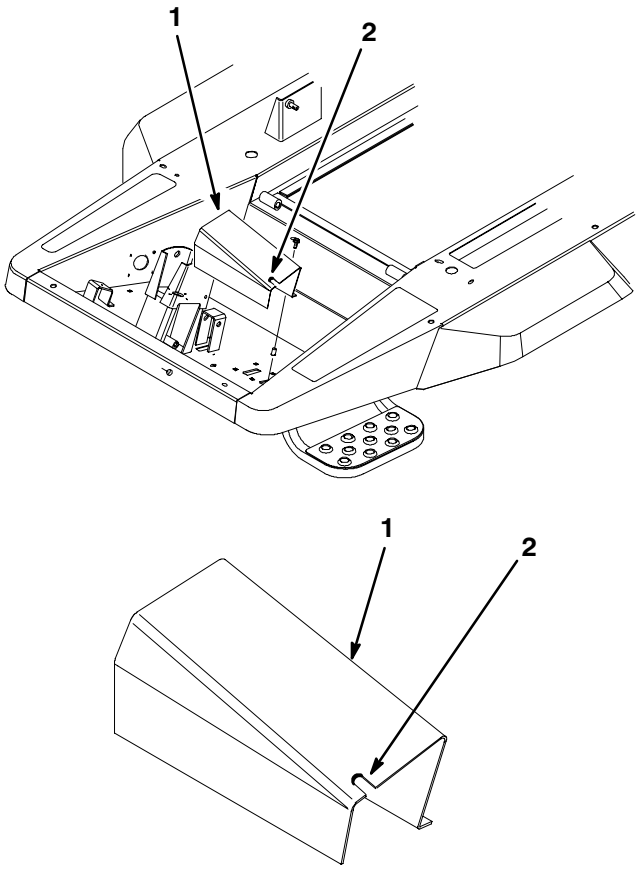

Figure 9
1. Cut a .38” (9.7 mm) diameter notch in steering tube covers (Fig. 9).